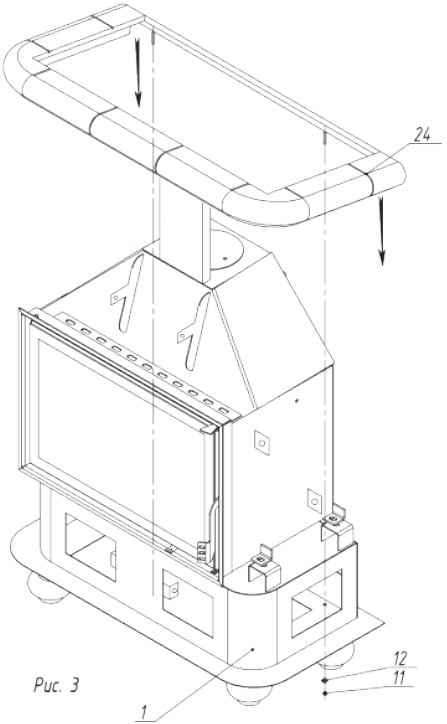

Рис. 3
4. Нижняя панель 24 фиксируется на основании 1 гайками, шайбами 11, 12 (Рис. 3)